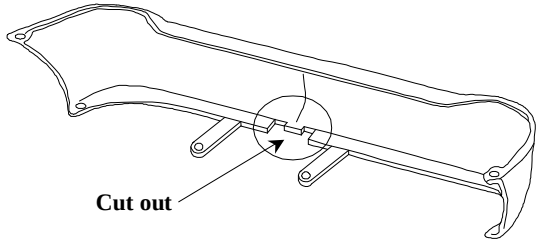

Fig. 2
4. Cut the bumper (see fig.2).
7. Fix body of the automat and the socket plate (pos. 3) using bolts M12 from accessories. Place tow-ball (pos. 2) according to supplied instruction.